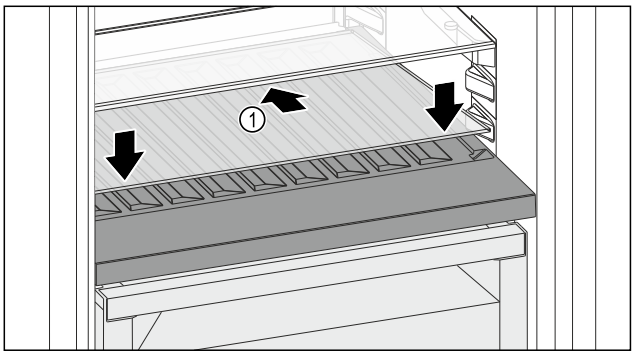

Fig. 188
▶ Place the glass shelf *Fig. 188 (1)* at an angle, sloping it downwards and backwards.
▶ Lower the glass shelf *Fig. 188 (1)* at the front.